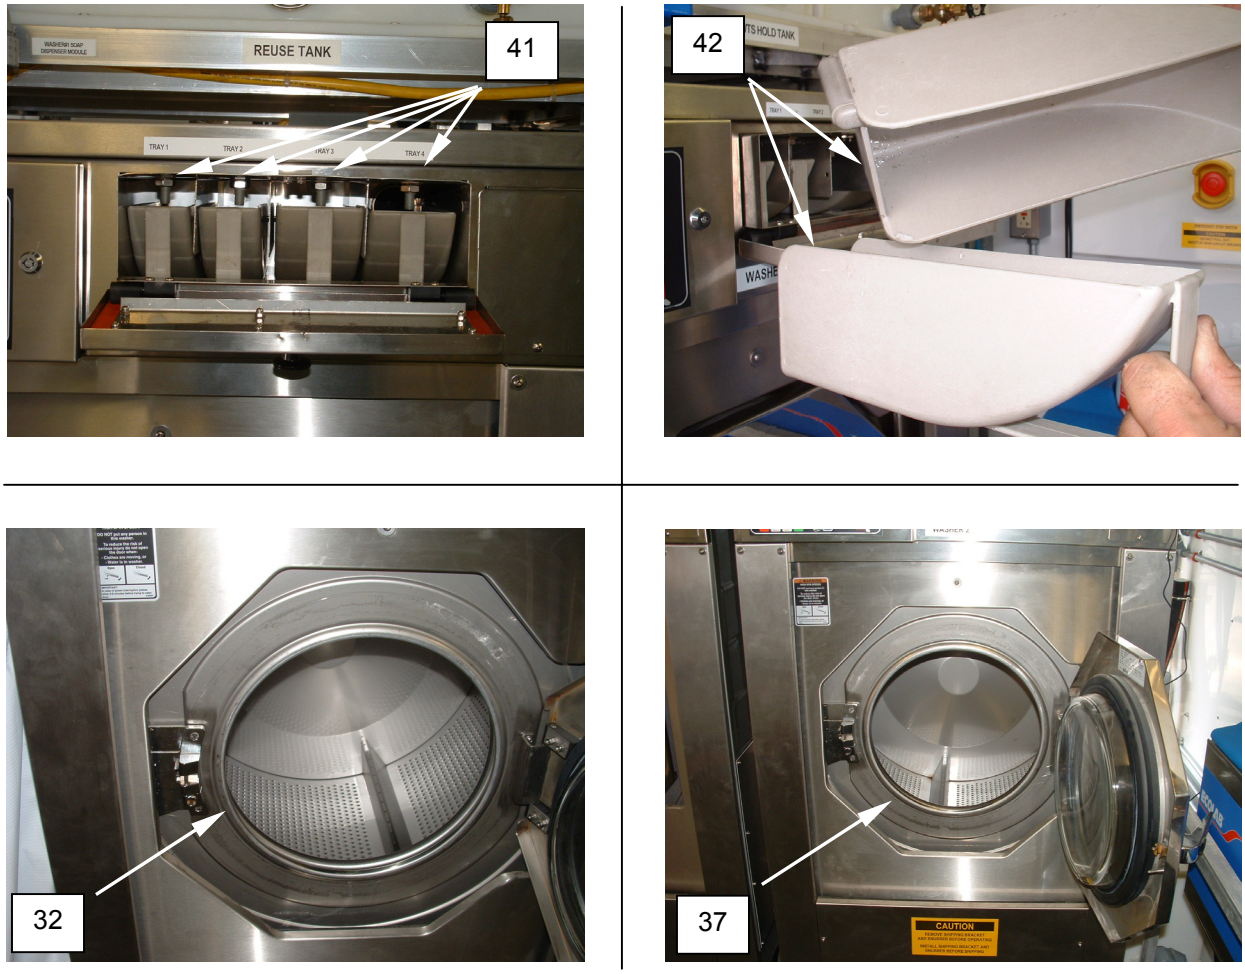

Figure 24. Complete Air Purge.
14. Empty and clean with paper towel washer No.1 soap trays **(Figure 24, Item 41)**.
15. Empty and clean washer No. 2 soap trays **(Figure 24, Item 42)**.
16. Wipe out residual water in washer No.1 **(Figure 24, Item 32**.
17. Wipe out residual water in washer No. 2 **(Figure 24, Item 37)**.